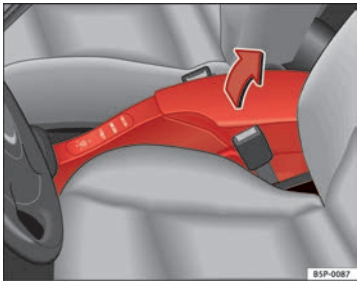

Fig. 103 Front armrest with storage compartment
– To open the storage compartment, lift the armrest up in the direction of the arrow ⇒ fig. 103 and then lift the cover.